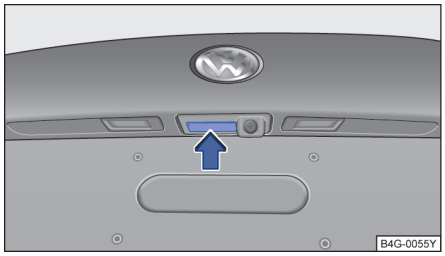

图 28 从车外打开行李厢盖。
钥匙在行李厢盖的有效感应范围内，可以直接通过按压行李厢盖上的按钮打开后盖⇒图 28
- 向上拉起图示按钮⇒图 28，打开行李厢。